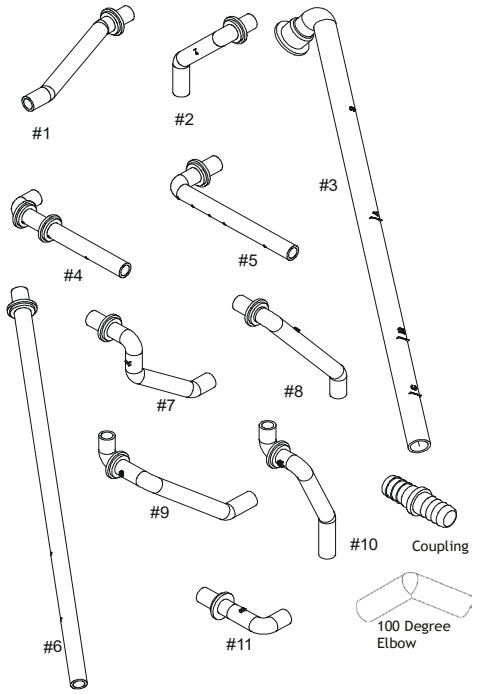

Figure 23
1. Locate and Install the 45º pipe / hose drain coupling from the outside of the cabinet (barbed end goes in the cabinet) through hole in the right side of the cabinet and secure with two field supplied #8 self-tapping screws (see Figure 23).
1. Install the 45 degree pipe / hose drain coupling from the outside of the cabinet (barbed end goes in the cabinet) through the hole in the left side of the cabinet and secure with two field supplied #8 self-tapping screws (see Figure 23).